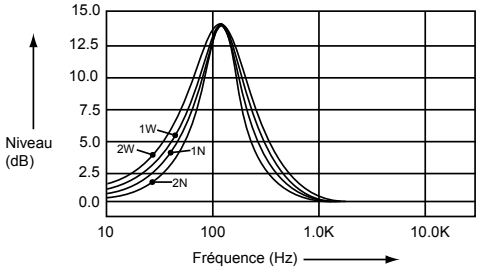

Figure 1
- **BASS-Q (facteur de qualité des graves) :** L'utilisateur a cinq secondes pour utiliser le bouton de Volume supérieur ou inférieur pour régler le facteur de qualité des graves entre 2N, 1N, 1W ou 2W. Reportez-vous à la Figure 1.